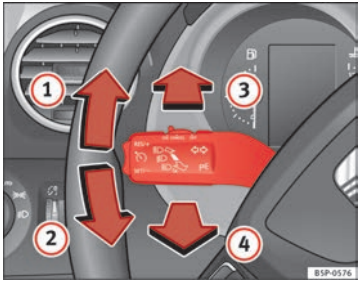

Fig. 75 Leva degli indicatori di direzione e degli abbaglianti
– Spingere la leva verso l'alto (fino al riscontro) ⇒ fig. 75 (1) se si vuole mettere la freccia **a destra**; verso il basso (2) invece, per mettere la freccia **a sinistra**.
– Se sono attivati gli anabbaglianti, spostare la leva in avanti ⇒ fig. 75 (3) per accendere gli abbaglianti.
– Spostare la leva verso il volante ⇒ fig. 75 (4) per spegnere gli abbaglianti.